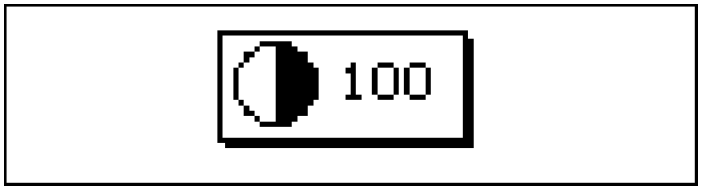

Рисунок 15 — Настройка контраста дисплея
2.8.1 Для настройки контраста дисплея (рисунок 15):